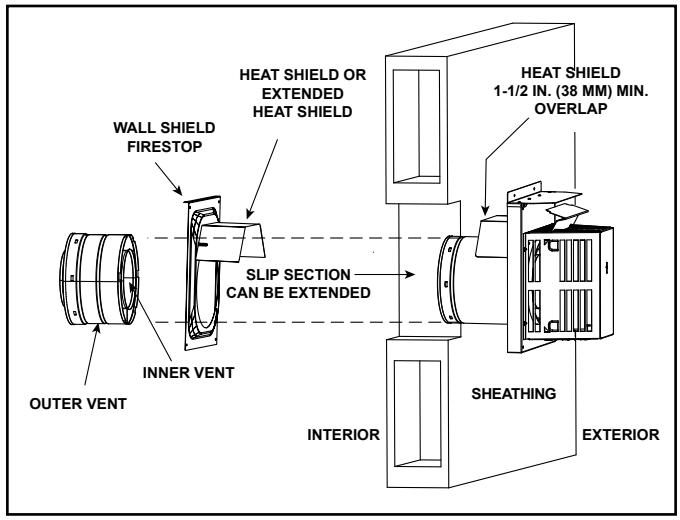

Figure 7.14 Venting Through the Wall
- ***DO NOT*** *remove the heat shields attached to the wall shield firestop and the horizontal termination cap (shown in Figure 7.14).*
There are two sections of the heat shield. One section is factory-attached to the wall shield firestop. The other section is factory-attached to the cap. See Figure 7.14.